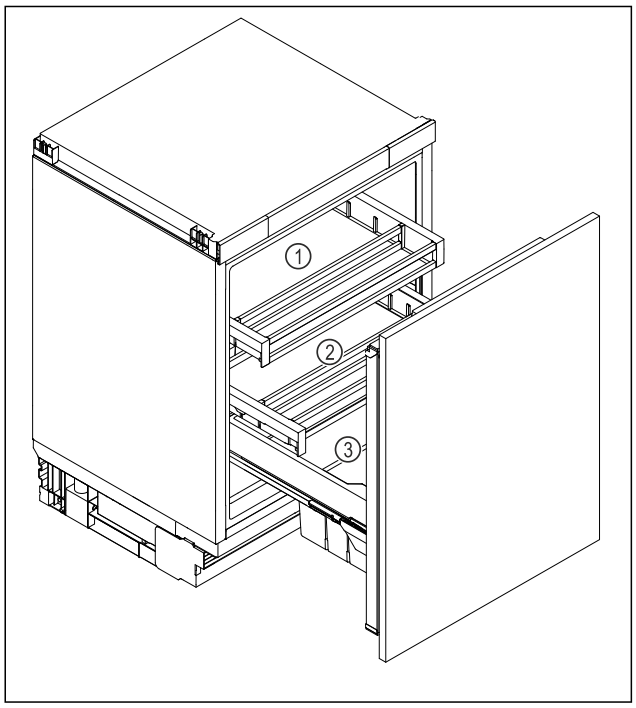

Fig. 48 Example illustration
▶ Top drawer *Fig. 48 (1)*: Store butter, cheese, tinned food and tubes.
▶ Bottom drawer *Fig. 48 (2)*: Store particularly perishable foods such as ready meals, fish, meat and sausage products.
▶ Fruit and vegetable box *Fig. 48 (3)*: Store packaged fruit and vegetables.
▶ Drinks compartment *Fig. 48 (3)*: Store individual bottles.